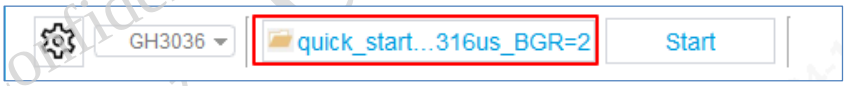

Figure 5-7 Config Switch Button
1. Click “Config Switch Button” to open the configuration library (see Figure 5-7);